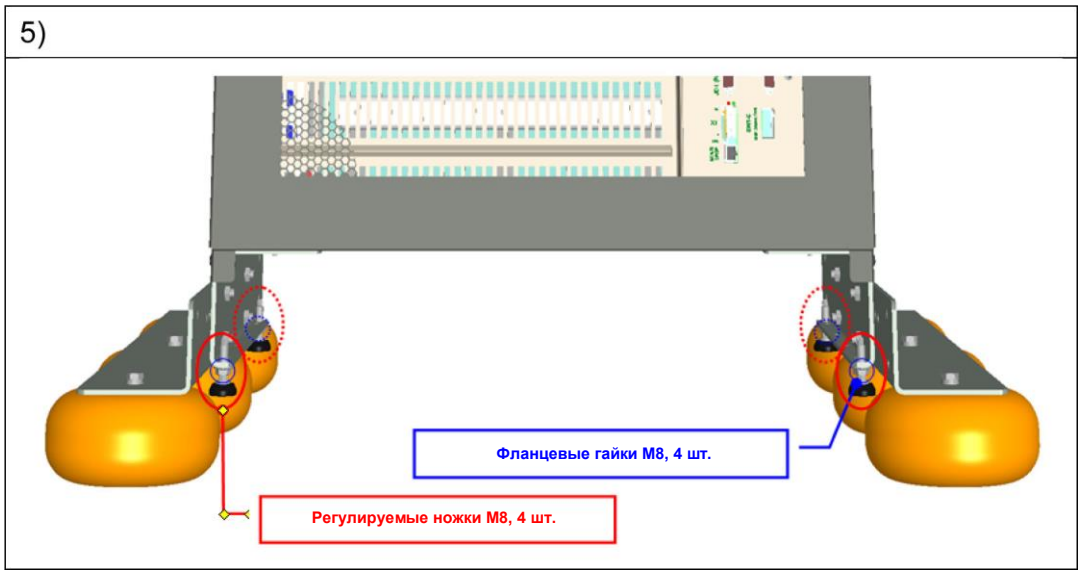

Рис. 5. Вид нижней части PowerWave 33 S3 с регулируемыми ножками спереди
5) Смонтировать 4 регулируемые ножки (из коробки с дополнительными принадлежностями), как показано на рис. 5 на следующей странице.